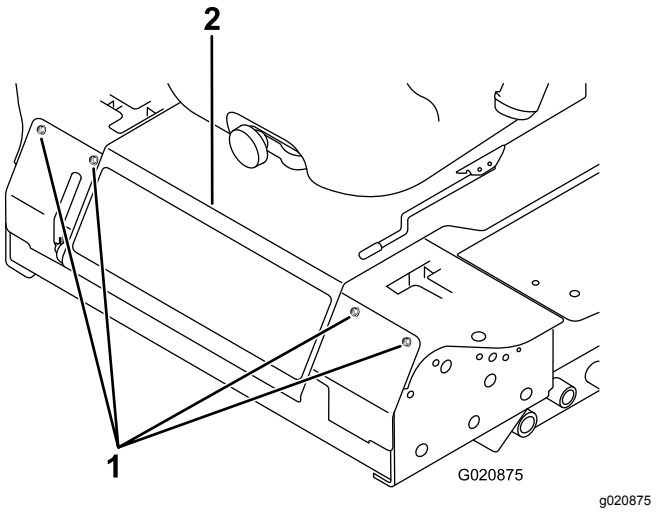

Figur 47
2. Fjern boltene som fester frontpanelet og fjern panelet (Figur 47).